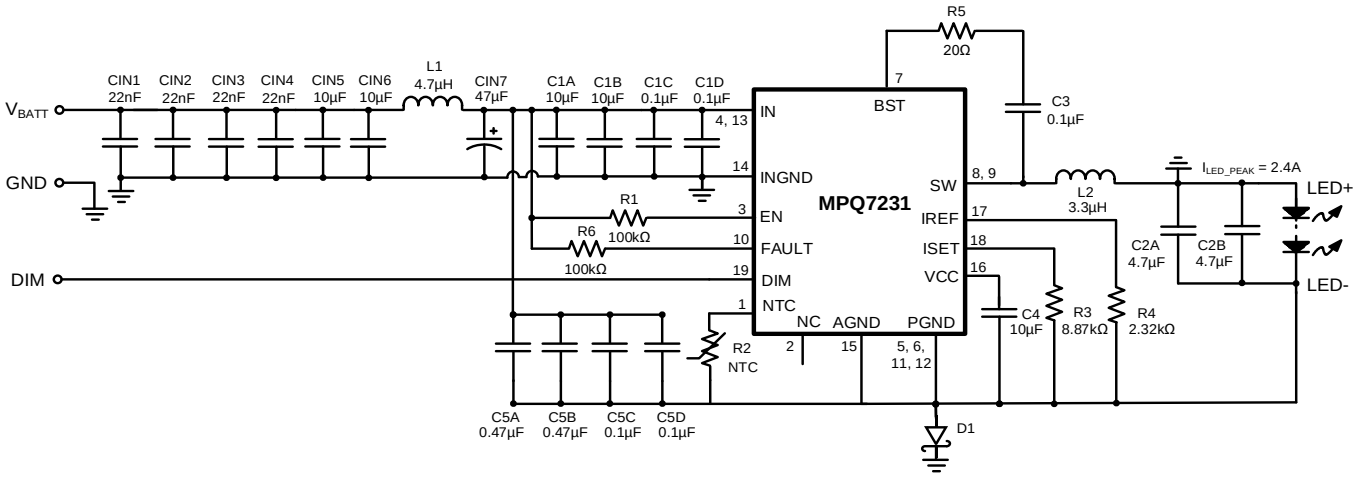

Figure 11: Typical Application Circuit (I_{LED_PEAK} = 2.4A Buck-Boost)
18) The recommended layout is based on Figure 11 on page 46.